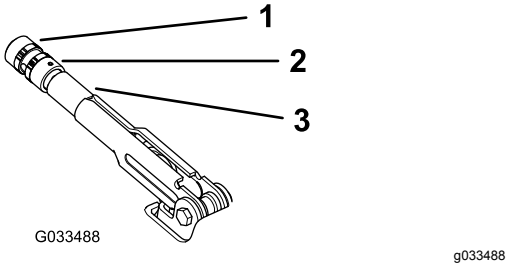

Figur 59
2. Løsne setteskruen som festen knotten til parkeringsbremsespaken (Figur 59).
3. Roter knotten (Figur 59) til det er nødvendig med styrke på 20–22 kg for å heve spaken.
4. Stram setteskruen når du er ferdig (Figur 59).